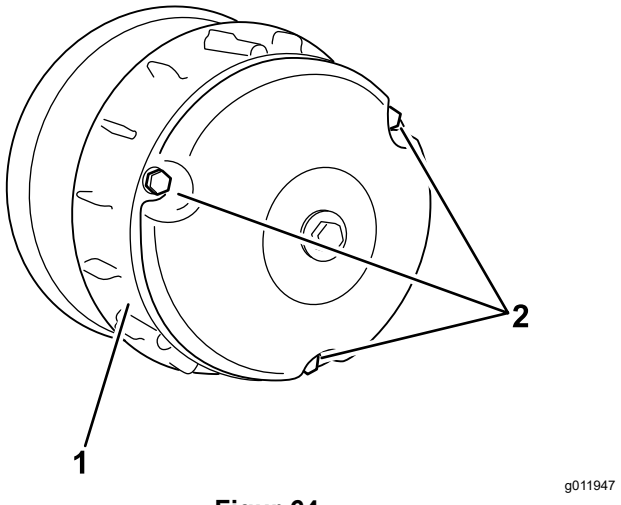

Figur 64
2. Fjern de tre skruene som fester dekselet til clutchen og fjern dekselet (Figur 64).
4. Sett på clutchdekselet og fest det med de tre skruene (Figur 64) som du fjernet i (2).